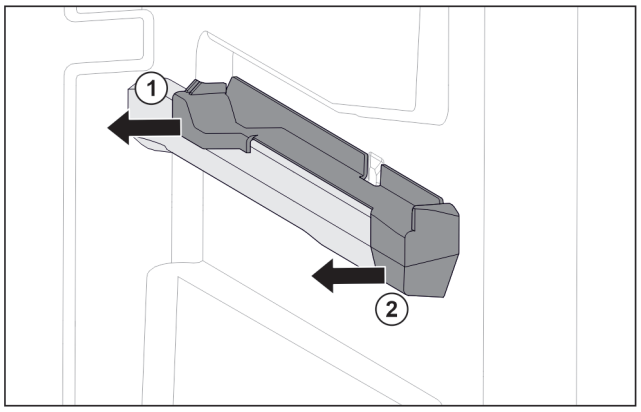

Fig. 149 右侧容器肋梁上的插装件
▶ 将插装件后部拉到一侧。 *Fig. 149 (1)*
▶ 将插装件前部拉到一侧。 *Fig. 149 (2)*